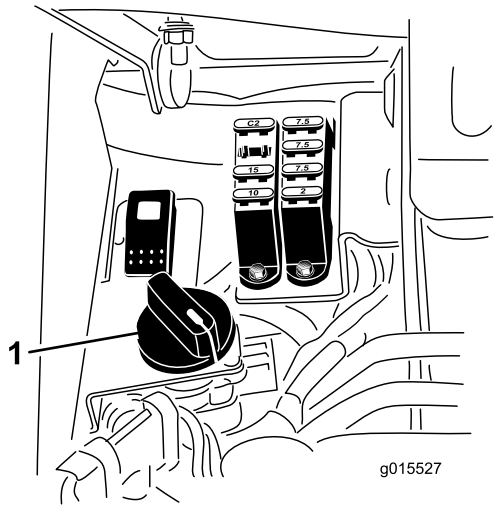

**Figur 54**
6. Vrid cylinderhastighetsreglaget till inställningen 1 (Figur 54).